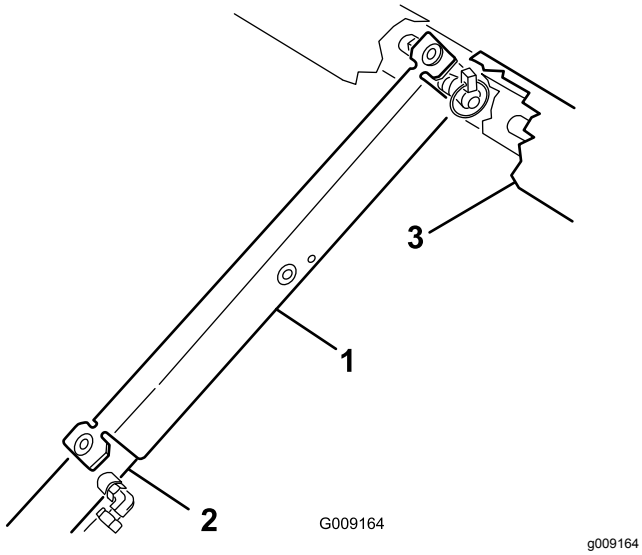

Figuur 12
9. Druk de laadbakbeveiliging op de cilinderstang, waarbij u ervoor moet zorgen dat de beide uiteinden van de laadbakbeveiliging rusten op het uiteinde van de cilinderbus en het uiteinde van de cilinderstang (Figuur 12).